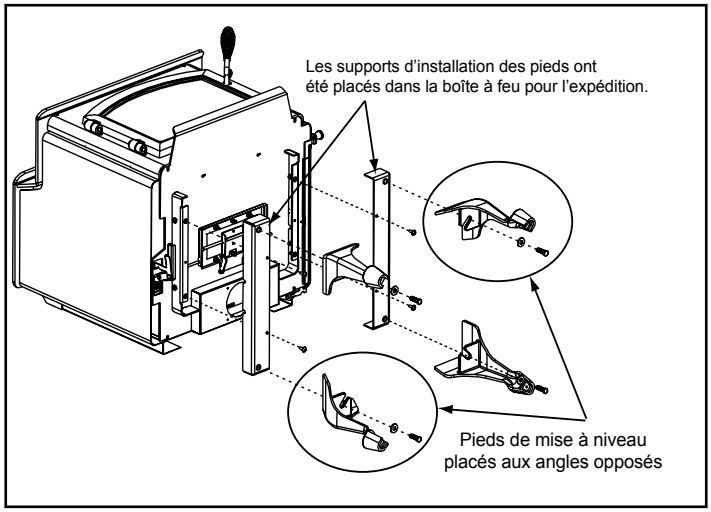

Figure 24.1
3. Installez les boulons de montage des supports de fixation des pieds dans l'angle, sans les serrer. **Figure 24.1** (page 24)
4. Glissez les pieds dans les supports de fixation en s'assurant que ceux-ci reposent contre le support et fixez les avec les boulons fournis. Deux des pieds sont munis de boulons de mise à niveau. Ces pieds de réglage du niveau doivent être placés dans des angles opposés. **Figure 24.1** (page 24)